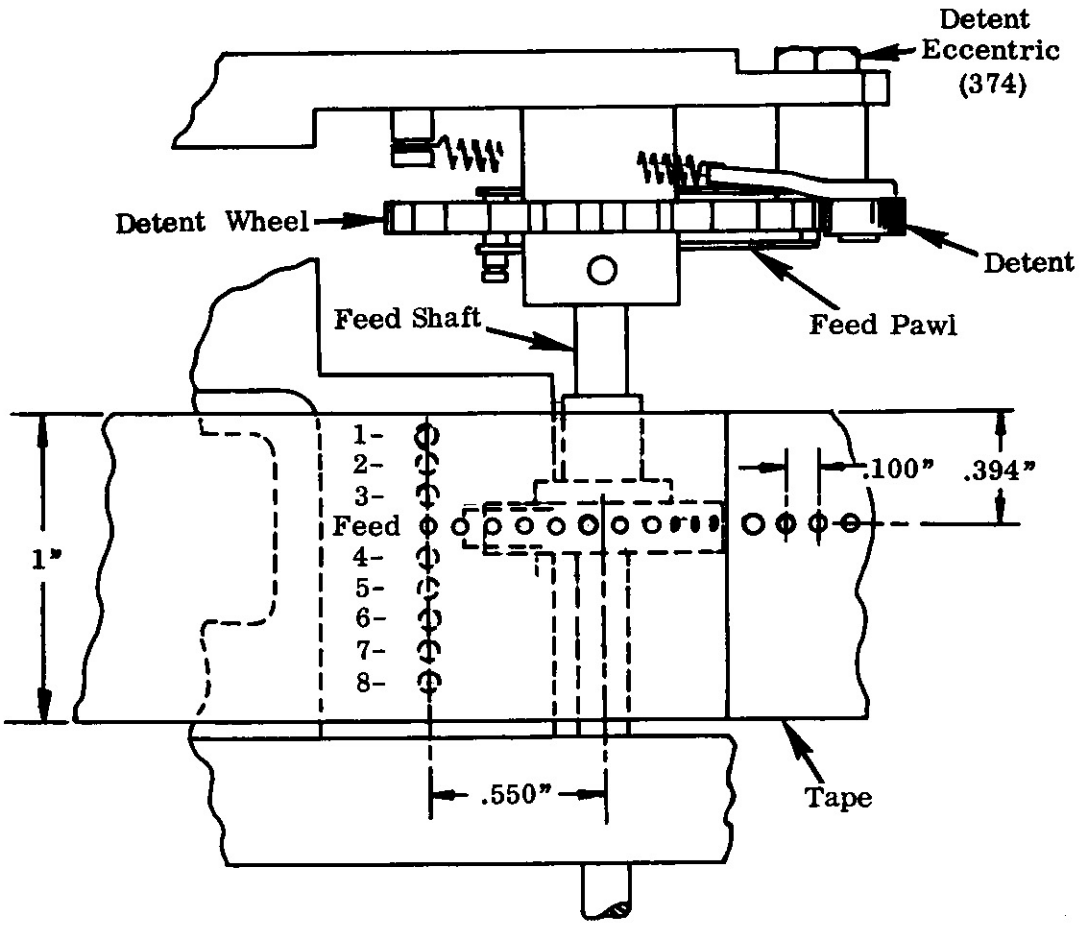

Figure 21 - Tape Registration
2. When the front guide comb (329) is reassembled, check the adjustment of the comb to see that the punch levers properly engage the punch pins. Also, when the punches are withdrawn from the die, the rear ends of the punch levers should not be able to move upwardly far enough to prevent latching. (Use shims for this adjustment.)
3. Make a preliminary adjustment of the eccentric stud (366) so that the feed pawl will engage the feed ratchet and rotate the feed shaft without causing a bind in the punch shaft (315).
5. Feed out a length of tape (approximately one foot) and, using gage ~~T41011~~ T1811B, check the registration of the tape. The registration should be .100" tape feed or 60 feed holes in 6.000" $\pm$ .005". (See Figure 21) To obtain the proper registration, loosen the lock nut and adjust the detent arm eccentric stud (374). The tape support plate should be adjusted so that the center line of the feed hole will be approximately .394" from the inside edge of the tape (edge nearest number five code hole on 11/16" wide tape, #1 hole